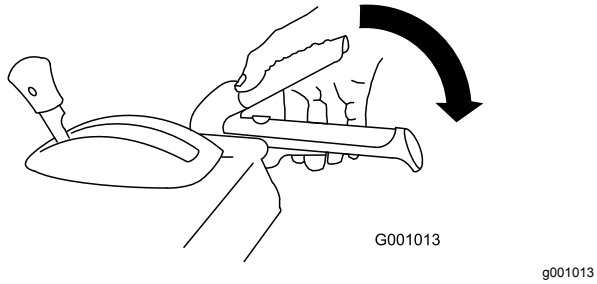

Figur 20
1. For å aktivere spiralblads-/viftehjulsdrivverket, klem den høyre spiralblad-/viftehjulfunksjons-spaken til håndtaket (Figur 20).